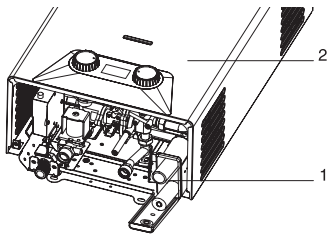

Рис. 1
- Перед включением водонагревателя необходимо установить батарейки (*рис. 1*). Отсек батареи (1) находится в нижней правой части водонагревателя. Для доступа к нему снимать кожух не нужно.